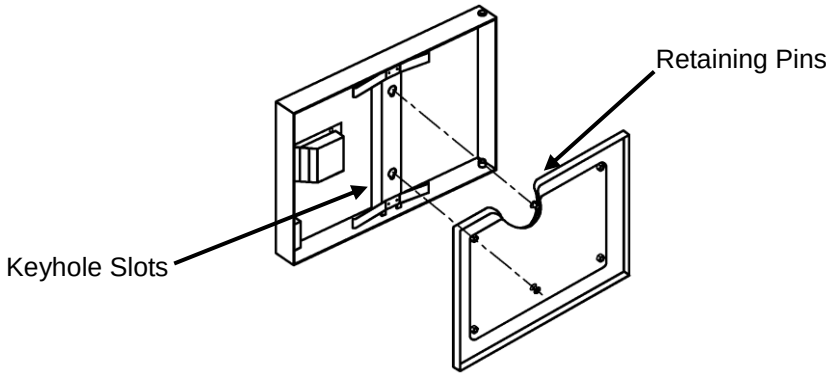

Figure 5-1
a. Remove the door gasket assembly (see Figure 5-1) by holding the gasket assembly at the sides and lifting and away from the door.